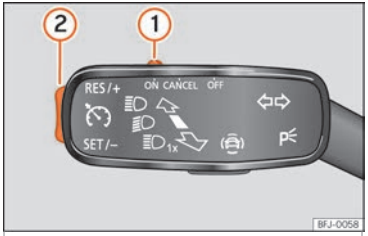

Fig. 179 Sur le levier des clignotants : commandes du GRA.
- Déplacez la commande ››› **fig. 179** ① jusqu'à **ON**.
- Appuyez sur le bouton ››› **fig. 179** ② dans la zone **SET/–**.
- Déplacez la commande ››› **fig. 179** ① jusqu'à **CANCEL** ou appuyez sur la pédale de frein.
- Appuyez sur le bouton ››› **fig. 179** ② dans la zone **RES/+**.
Lorsque le GRA régule la vitesse, vous pouvez modifier la vitesse enregistrée à l'aide de la touche ››› **fig. 179** ② :
- Pour augmenter par incrément de 1 km/h (1 mph), appuyez brièvement sur le bouton ››› **fig. 179** ② dans la zone **RES/+**.
- Pour augmenter la vitesse de façon ininterrompue, maintenez le bouton ››› **fig. 179** ② dans la zone **RES/+**.
- Pour réduire par incrément de 1 km/h (1 mph), appuyez brièvement sur le bouton ››› fig. 179 ② dans la zone **SET/–**.
- Pour réduire la vitesse en continu, maintenez le bouton ››› fig. 179 ② dans la zone **SET/–**.
- Déplacez la commande ››› fig. 179 ① sur **OFF**.